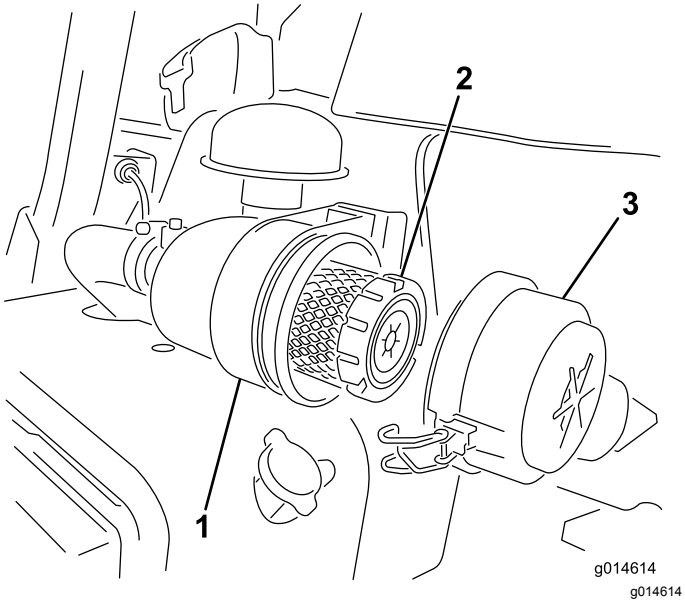

Rysunek 39
1. Zwolnij zaczepy mocujące pokrywę filtra powietrza do obudowy filtra powietrza (Rysunek 39).
7. Zamocuj za pomocą zaczepów (Rysunek 39).